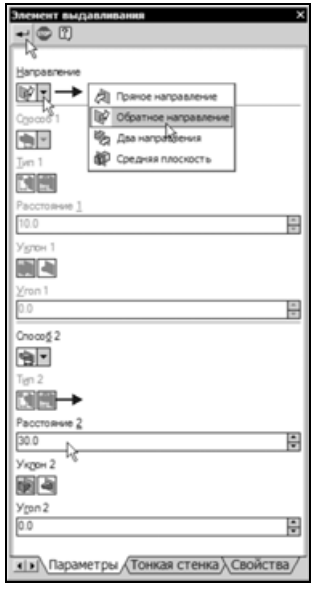

Рис. 5.121
- На этом построение эскиза основания закончено. Закройте его и выполните операцию выдавливания в обратном направлении на 30 (рис. 5.121).